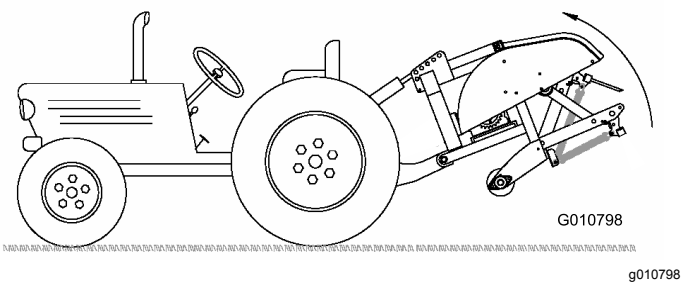

Figur 11
2. Heis luftemaskinen helt opp og trekk inn den hydrauliske toppleddsylinderen eller det øvre leddet (Figur 11).